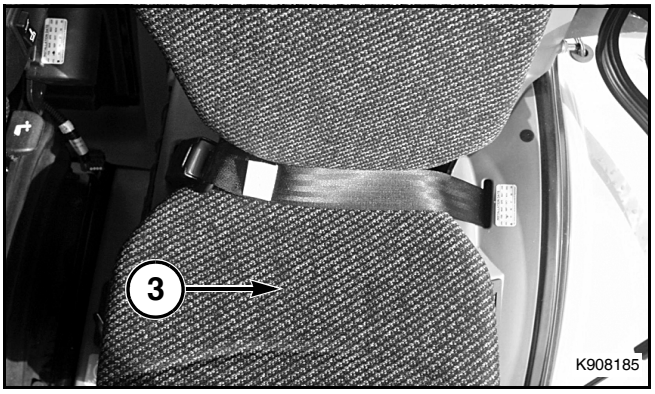

Рис. 191
Рис. 191: Сидение инструктора (3) предназначено для обучения оператора и выполнения диагностических операций механиком. Сидение инструктора не требует никаких регулировок.